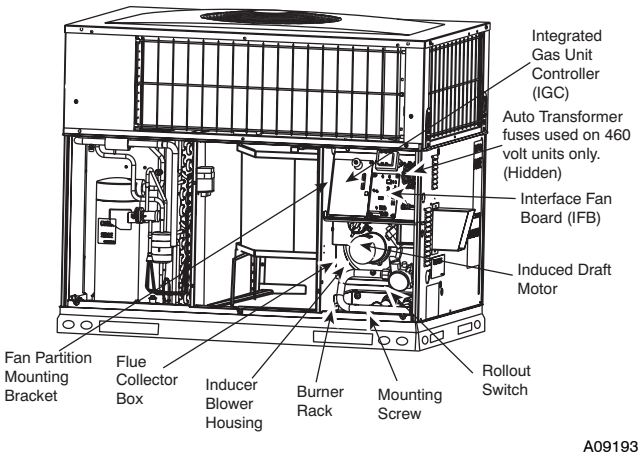

**Fig. 19 - Blower Housing and Flue Collector Box**
2. Remove the 11 screws holding the flue collector box cover (See Fig. 19) to the heat exchanger assembly. Inspect the heat exchangers.
Unit is equipped with a direct spark ignition 100 percent lockout system. Ignition module (IGC) is located in the control box (See Fig. 19). Module contains a self-diagnostic LED. During servicing, refer to label diagram or Table 5 in these instructions for LED interpretation.
5. Remove fan partition mounting bracket (2 screws located on the left side of control compartment on the fan partition panel). Slide bracket forward, bottom first, to remove. (See Fig. 19.)
7. Remove the mounting screw that attaches the burner rack to the unit base (See Fig. 19).
8. Partially slide the burner rack out of the unit (see Fig. 19 and 22). Remove ignitor and sensor wires at the burner assembly. Remove wires to rollout switch.
9. Slide the burner rack out of the unit (See Fig. 19 and 22).